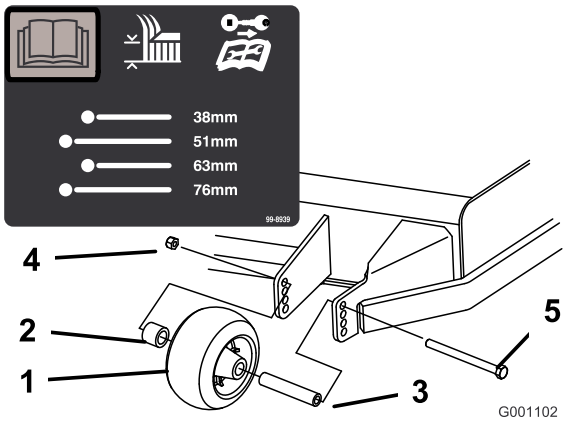
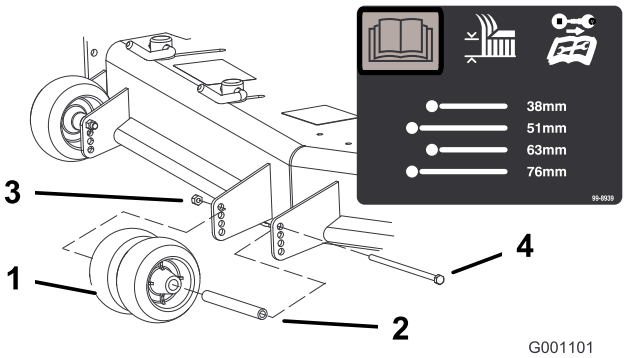
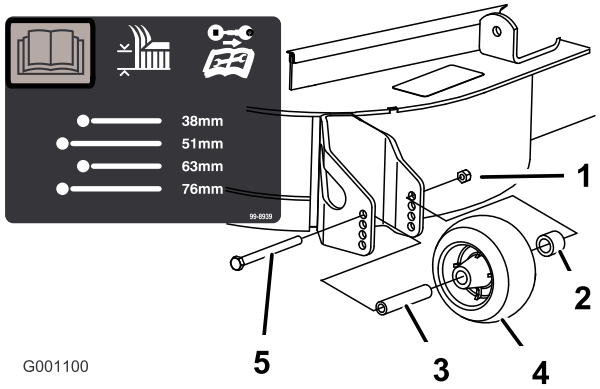

**Figur 20**
**Figur 21**
Figur 22
3. När du har ställt in klipphöjden kan du justera valsarna genom att ta bort flänsmuttern, bussningen, distansbrickan och skruven (Figur 20, Figur 21 och Figur 22).
**Obs:** De två mellersta valsarna kommer inte att ha någon distansbricka (Figur 21).
5. Montera flänsmutterns bussning, distansbricka och skruv. Dra åt till 54–61 Nm (Figur 20, Figur 21 och Figur 22).